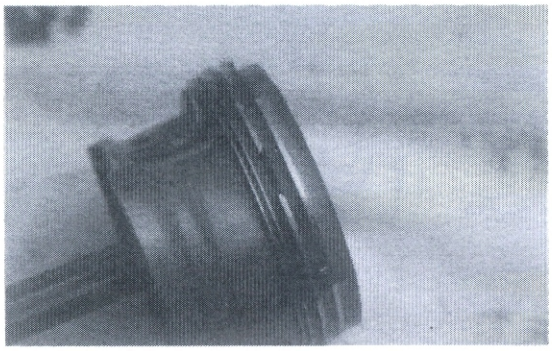

Bild 142
- Ringstoss des Minutenrings (zweite Nut) auf Stift ausrichten (Bild 142).